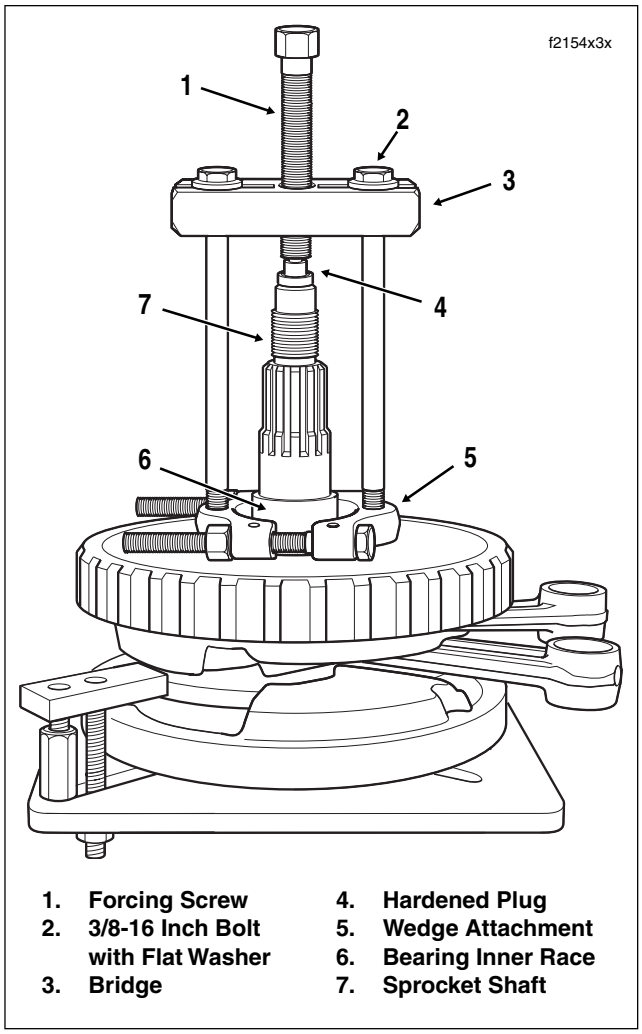

Figure 3-128. Remove Inner Race From Sprocket Shaft
m. Verify that the tool assembly is square, so that the bearing inner race is not cocked during removal. See Figure 3-128.